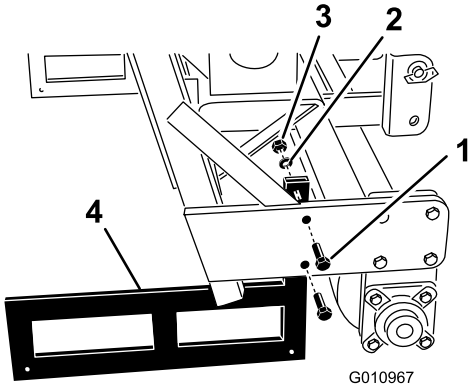

Figur 32
2. Fjern boltene og mutterne som støtter lagringspilarene på hver ende av luftemaskinen (Figur 32).